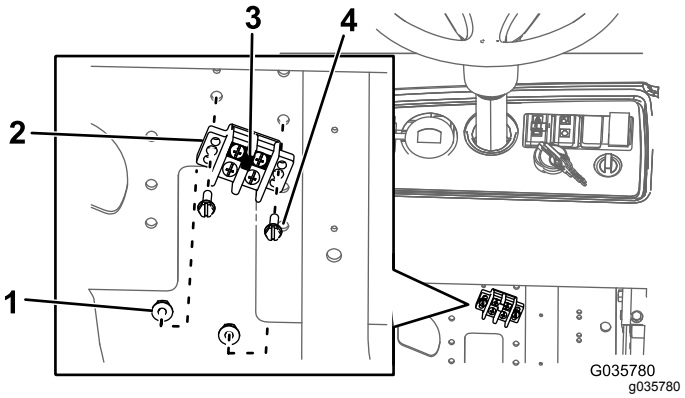

Figur 14
A. Montera överkopplingslisten på jordblocket (Figur 14).
B. Montera jordblocket på fästplattan med 2 bultar (nr 10 x 3/4 tum) och 2 muttrar (nr 10) i enlighet med Figur 14.